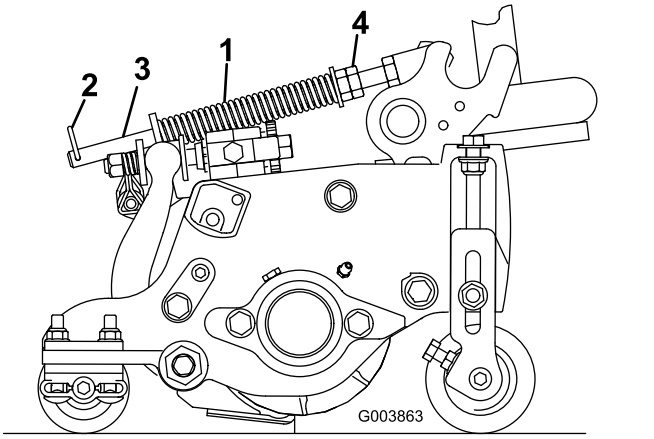

Figuur 21
De gazoncompensatieveer (Figuur 21) zorgt ervoor dat het gewicht van de voorste naar de achterste rol wordt verplaatst. Dit voorkomt dat er een golfpatroon in de grasmat ontstaat, ook wel bekend als 'bobbing'.
1. Monteer de borgpen in de achterste opening in de veerstang (Figuur 21).
2. Draai de zeskantige moeren op het voorste uiteinde van de veerstang vast totdat de lengte van de samengedrukte veer 15,9 cm bedraagt; zie (Figuur 21).